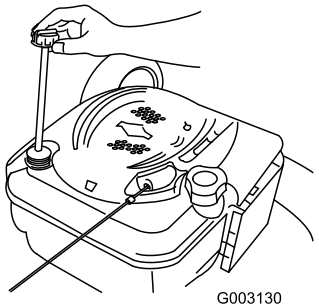

Bild 34
2. Ziehen Sie den Peilstab heraus (Bild 34).